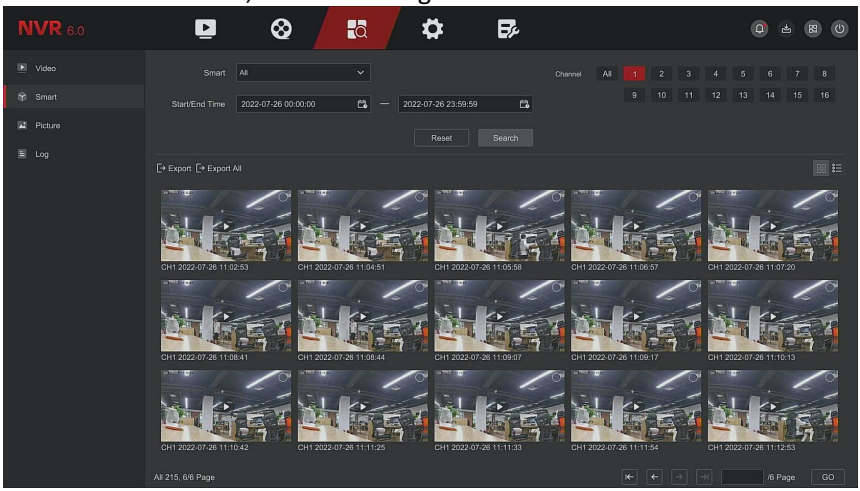

Figure 5-16
Step 1: On the main menu page, select "Search→Smart" to enter the smart event search interface, as shown in Figure 5-16 below.